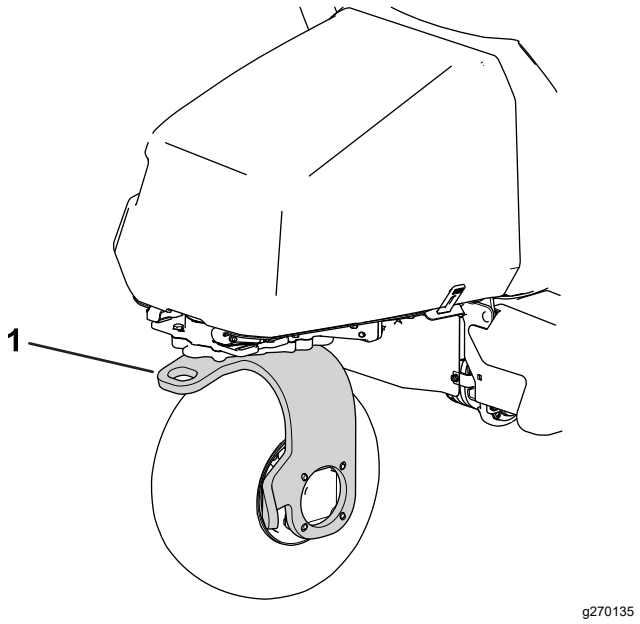

Figuur 31
11. Gebruik de achterste zwenkwielvork om de machine te slepen (Figuur 31).